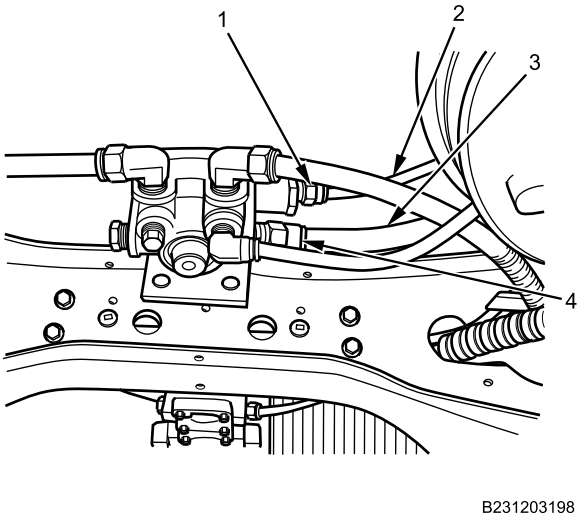

Figure 6. Air Brake Relay Valve Air Hose.
7. Disconnect air line (Figure 6, Item 2) from air brake relay valve fitting (Figure 6, Item 1).
8. Disconnect air line (Figure 6, Item 3) from air brake relay valve fitting (Figure 6, Item 4).